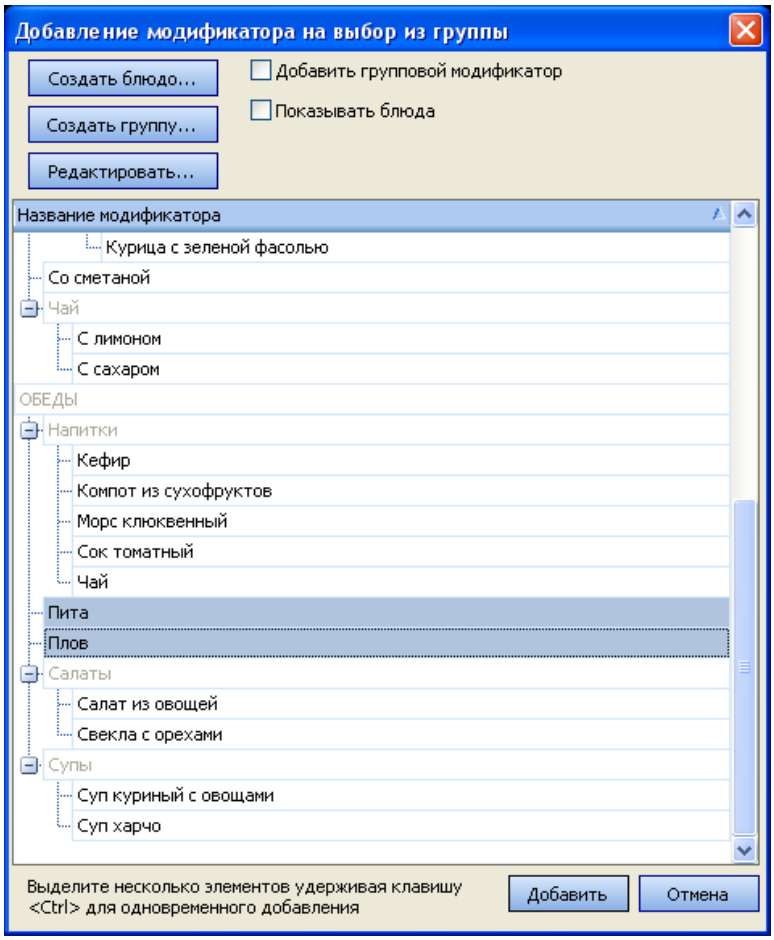

Рисунок 207 Окно Добавление модификатора на выбор из группы
2. В открывшемся окне представлен список созданных ранее модификаторов. По умолчанию предлагается выбрать простые модификаторы. С помощью клавиш **Shift** или **Ctrl** выделите элементы «Пита» и «Плов» и нажмите кнопку **Добавить** (см. Рисунок 207).